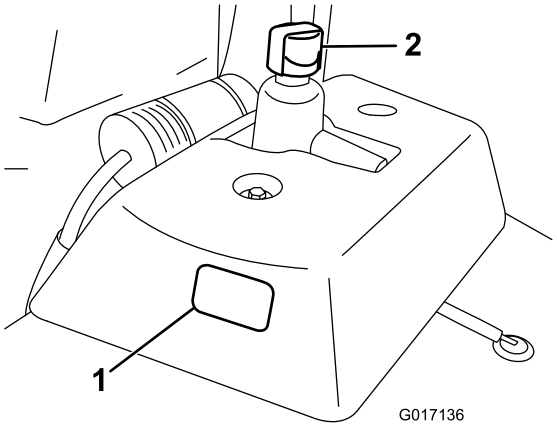

Figur 22
1. Parker maskinen på en plan flade. Sørg for, at maskinen er nedkølet, så olien er kold. Kontroller oliestanden ved at aflæse sigtglasset på siden af hjælpeolietanken (Figur 22). Hvis oliestanden er mellem de to mærker på sigtglasset, er olieniveauet tilstrækkeligt.